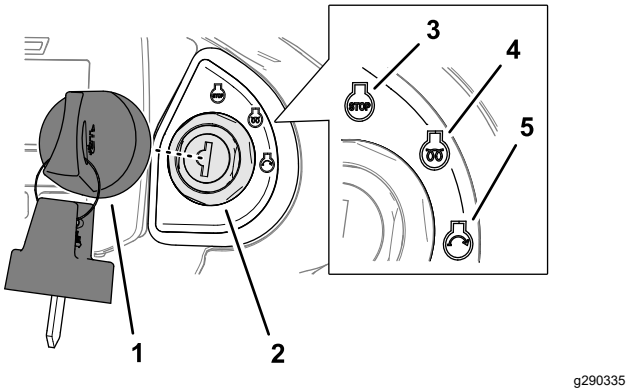

Figur 25
4. Vrid nyckeln till avstängningsläget (stopp) (Figur 25).